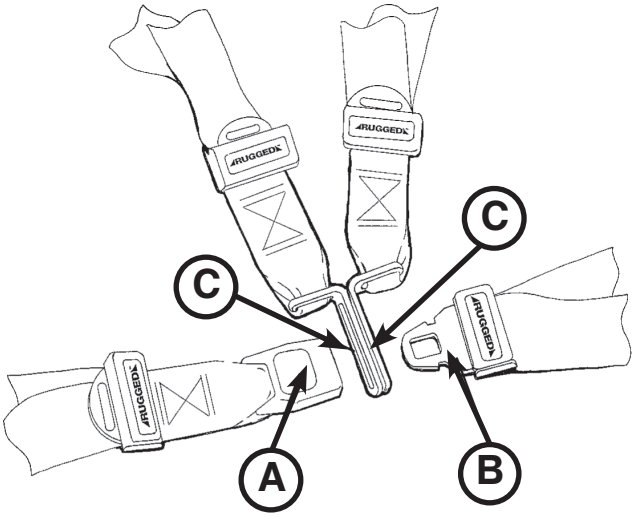

Figura 46
- **Para abrir la correa de sujeción**, pulse el botón rojo (A) situado delante del "receptor" de la hebilla, que desbloquea la placa de cierre de la hebilla (B) con lo que ya puede extraerse del receptor (Figura 46).